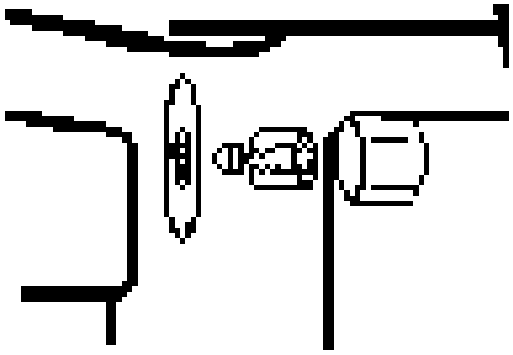

fig. 19
1. Dévissez le capuchon en verre protégeant l'ampoule (fig. 19).